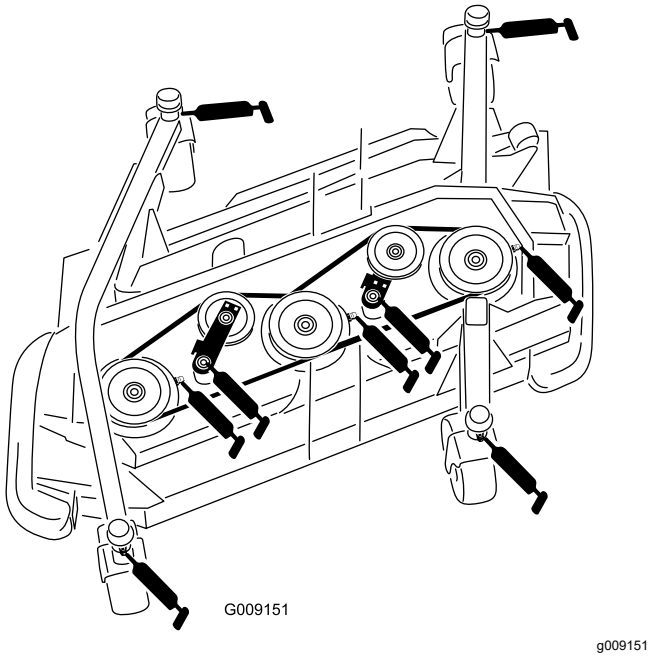

**Figuur 85**
- 4 lagerbus van de as van de zwenkwielvork (Figuur 85)
- 3 lagers van de spilassen (op de spilbehuizing); zie Figuur 85
- 2 lagerbussen van het draaipunt van de spanarm (op de as van het draaipunt); zie Figuur 85